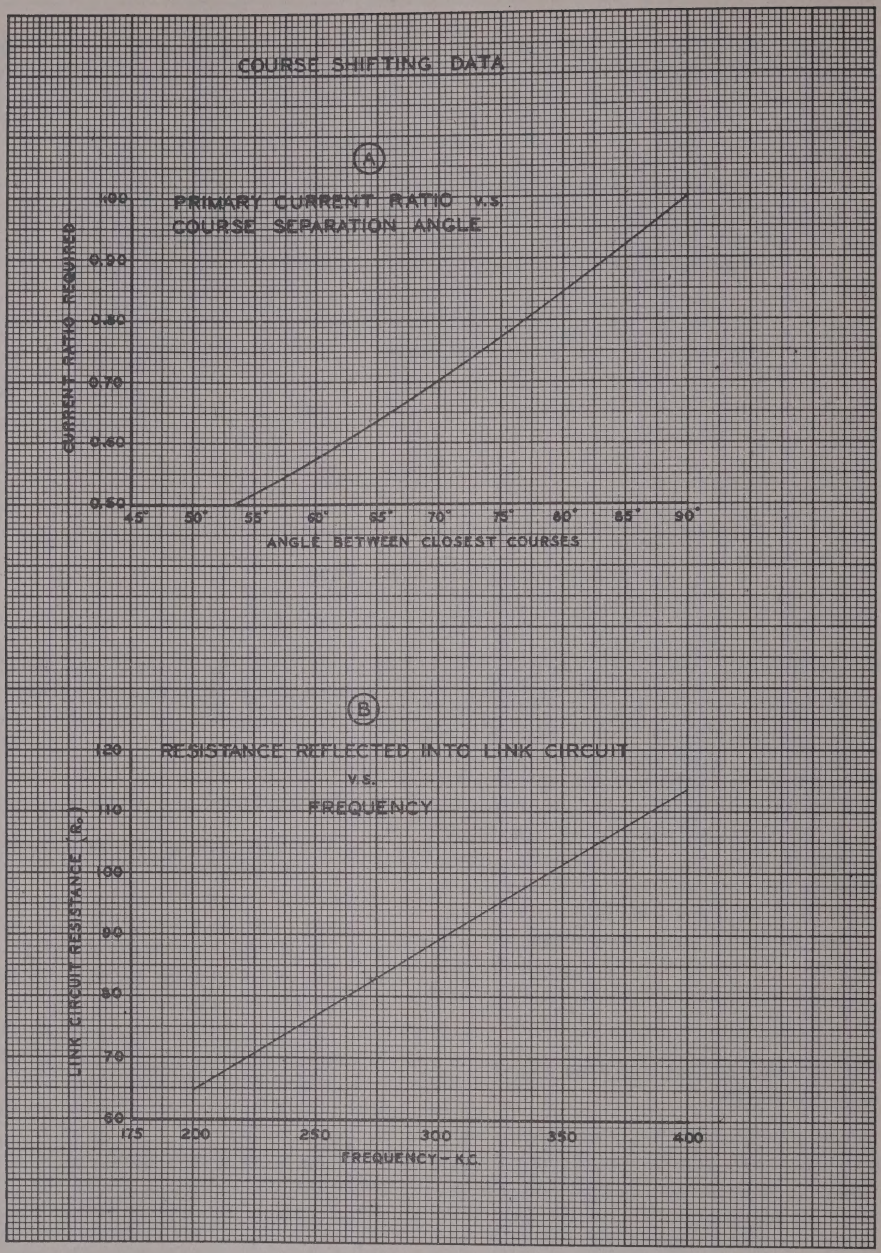
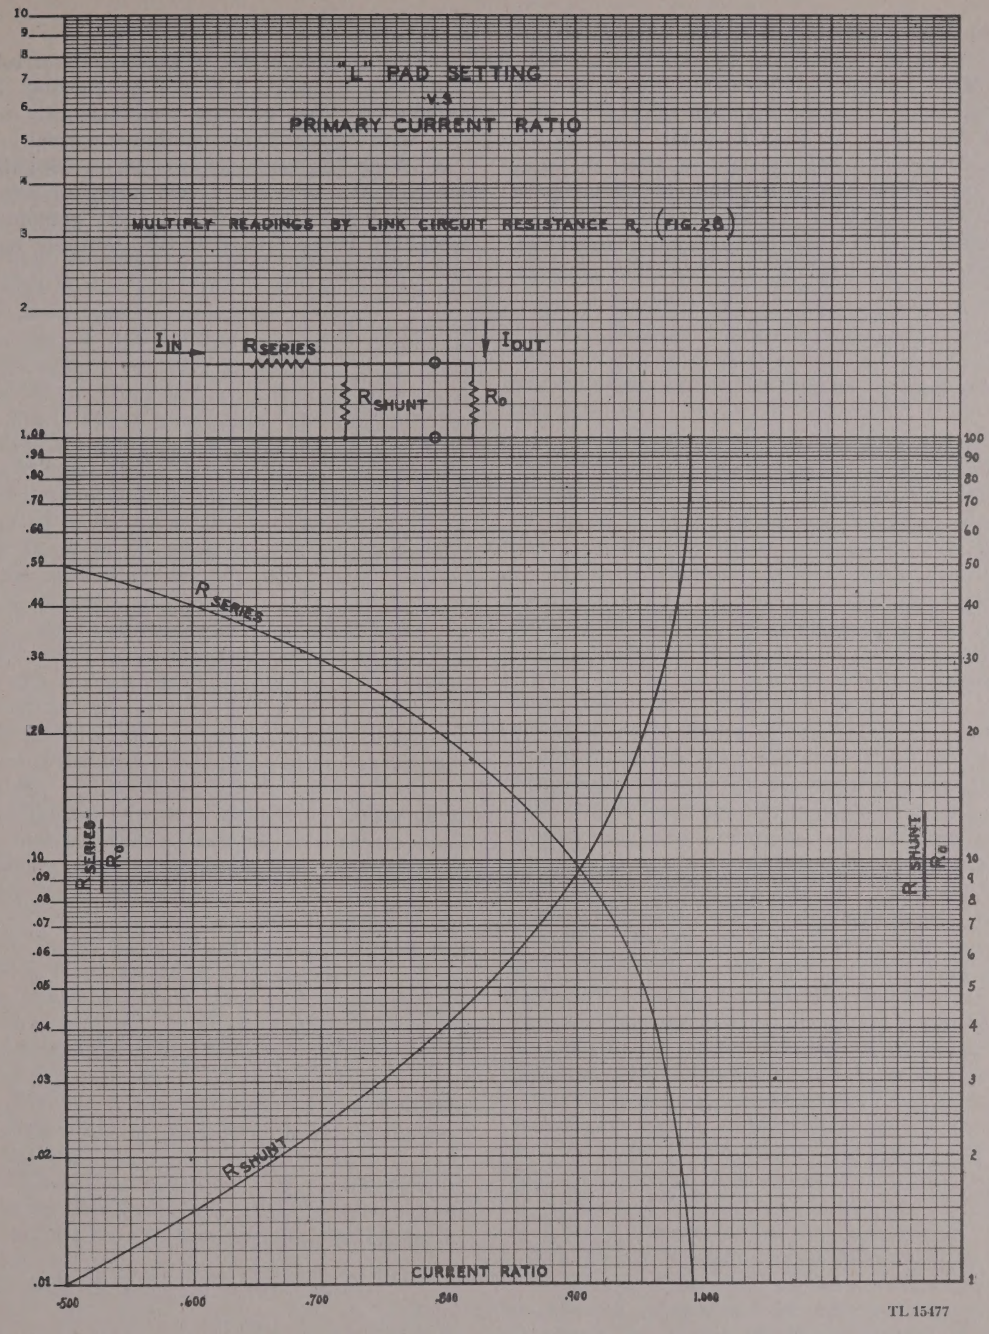

Figure 28. Course shifting data: current ratio and R_O.
Figure 29. Course shifting L pad calibration chart.
e. From the curve of current ratio versus subtended angle (fig. 28), determine the desired current ratio. If loop antennas are used, refer to curve R_0 versus frequency for the predicted reflected goniometer primary resistance R_0. If tower antennas are used, assume the reflected goniometer primary resistance R_0 to be 80 ohms. Refer to figure 29 for the proper values of series and shunt arm resistance for the course shifting pad. Note that the curves show R Shunt/R_0 and R Series/R_0, and hence the values read must be multiplied by R_0 to obtain the proper number of ohms. Example: If the N quadrants are to be 75° wide, frequency 325 kc. From curve (A), figure 28, desired current ratio is 0.77. Frequency is 325 kc. If loops are used, curve (B), figure 28, shows R_0 is 95 ohms. (If towers are used, assume R_0 is 80 ohms at any frequency.) From figure 29 find R Series/R_0 is 0.225 (left scale) and R Shunt/R_0 is 3.45 (right scale) for current ratio of 0.77. Multiply these values by R_0 (95 ohms in this case) and obtain R series of 21 ohms and R shunt of 328 ohms.